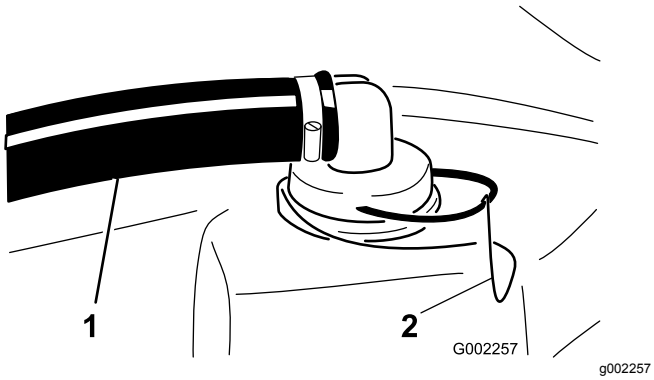

**Figur 66**
2. Fjern holderen som fester slangekoblingen som er festet til den store slangen fra sugefilterhuset øverst på tanken (Figur 66).
3. Fjern slangen og slangekoblingen fra sugefilterhuset (Figur 66).